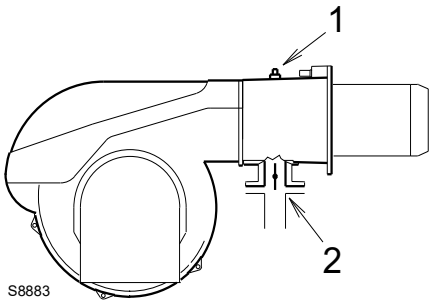

Afb. 18
Gasdruk gemeten op afnamepunt 1)(Afb. 18), met:
Om daarentegen de nodige gasdruk te kennen op het afnamepunt 1)(Afb. 18), wanneer het maximumvermogen waaraan de brander moet werken vastligt:
– Lees aan de druk aan het afnamepunt 1)(Afb. 18).
druk nodig op het afnamepunt 1)(Afb. 18).